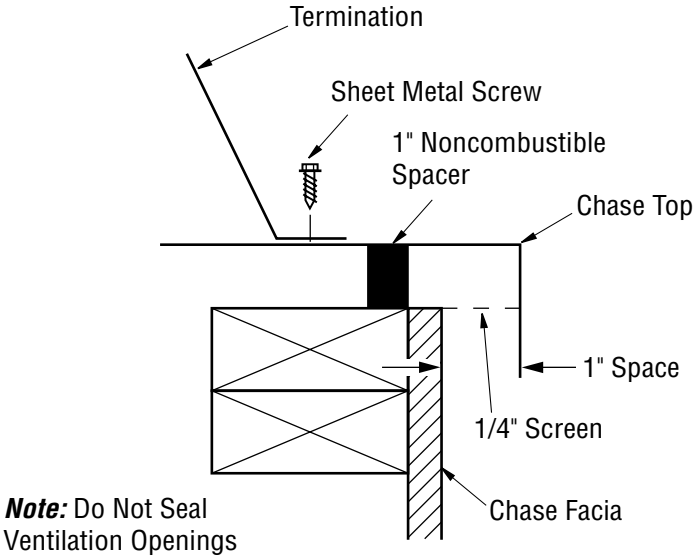

Figure 24 - Securing Termination to Chase Top Flashing with Sheet Metal Screws
6. Place termination cap over opening and slip stainless steel inner pipe into stainless steel chimney section. Lower termination assembly until cap rests evenly over flashing hole. Secure cap at each corner with sheet metal screws (see Figure 24).